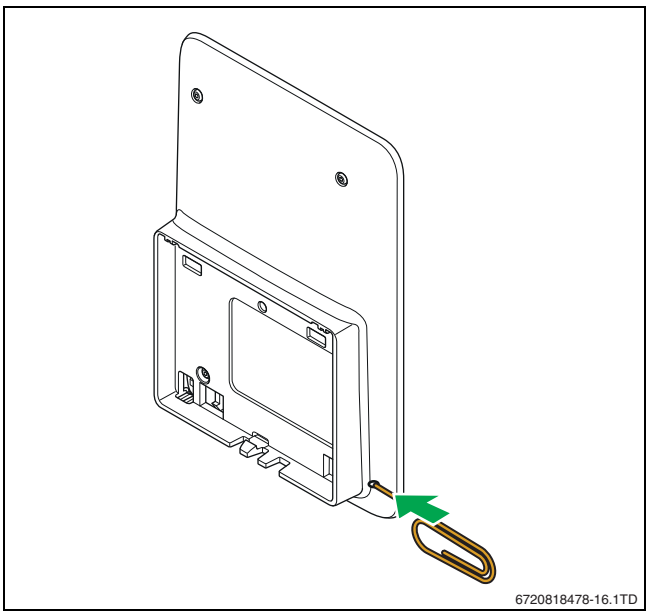

Fig. 19 Reset
- ▶ Appuyer sur la touche reset (→ fig. 19) pendant quelques secondes. Attention ! Tous les réglages personnalisés sont supprimés et la connexion WiFi doit être rétablie.